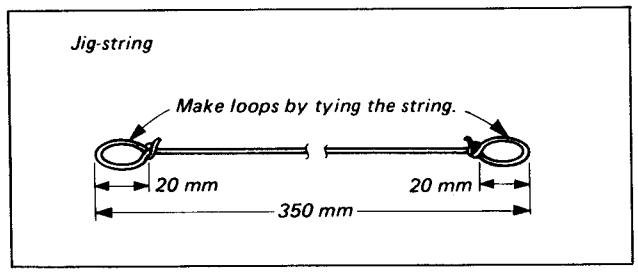

Fig. 8-7. Jig-string for measurement
3. Make up a jig-string as shown in Fig. 8-7.